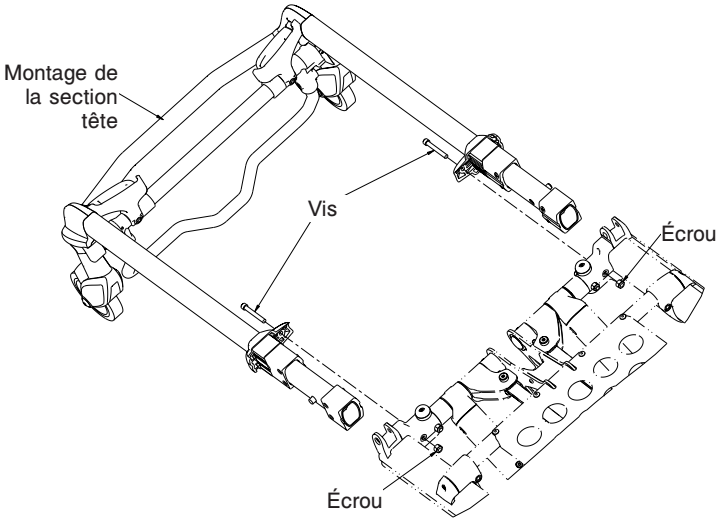

Figure 57
2. À l'aide d'une clé mixte de 7/16 po et d'un clé hexagonale de 3/16 po, retirez les deux vis qui fixent les roulement du couvercle au support d'interface du brancard (un de chaque côté) (consulter la Figure 57).